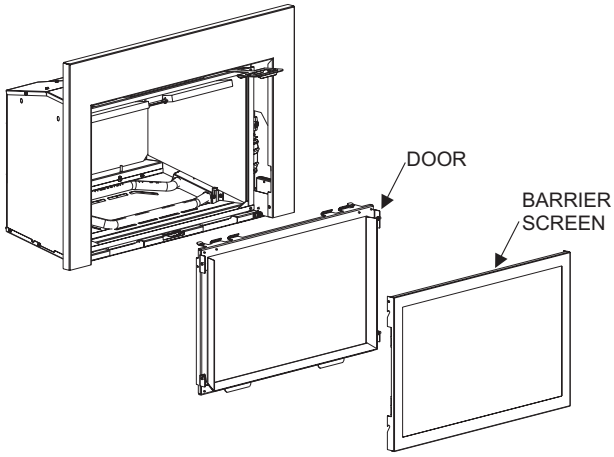

Figure 24
25. Reinstall the barrier screen. **See Figure 24.**